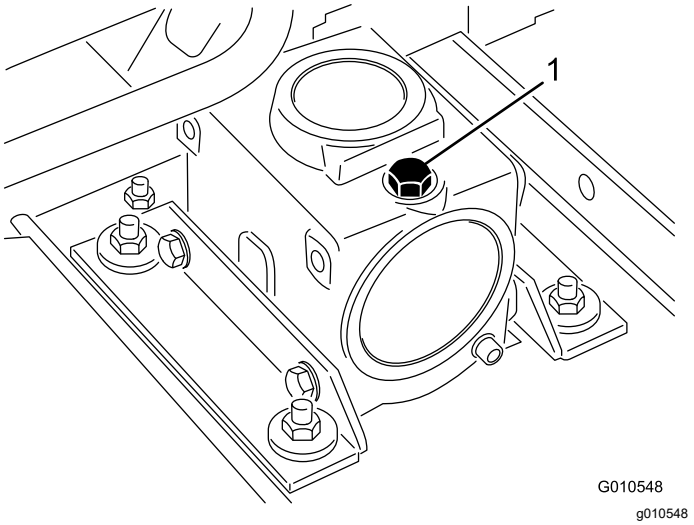

Figure 17
2. Retirez le bouchon de remplissage-jauge au sommet du boîtier d'engrenages (Figure 17) et vérifiez que le niveau d'huile se situe entre les repères sur la jauge. Si le niveau de lubrifiant est trop bas, faites l'appoint de lubrifiant pour faire monter le niveau entre les repères.